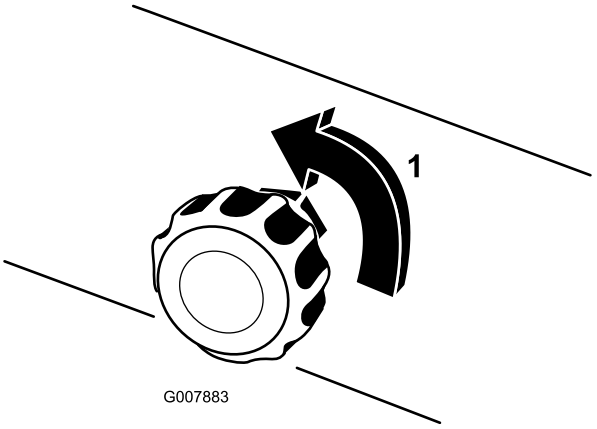

Figuur 30
5. Voor het eerste gebruik opent u de regelklep voor de schuimdichtheid 1/8 tot 1/4 slag (Figuur 30).